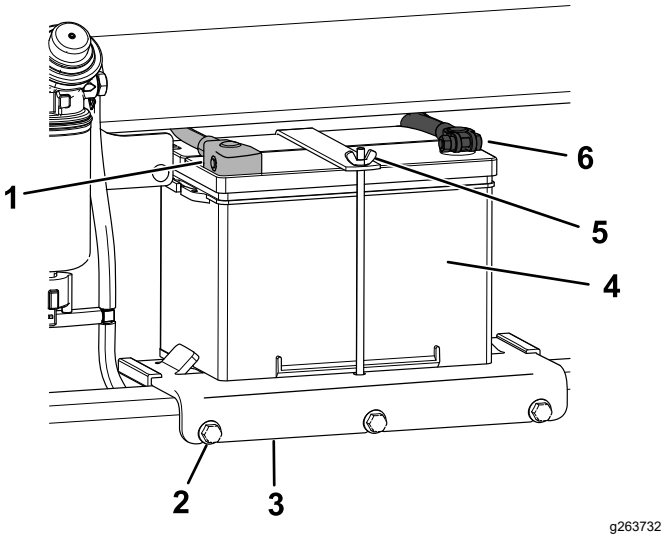

Figure 58
4. Disconnect the negative (black) ground cable from the battery post (Figure 58). Retain the fasteners.
6. Disconnect the positive (red) cable from the battery post (Figure 58). Retain the fasteners.
7. Loosen the 3 bolts securing the battery tray and remove the tray with the battery (Figure 58).
1. Place the battery on the battery tray and secure it with the wing nut and rod (Figure 58).
2. Install the battery tray to the machine and secure with the 3 bolts (Figure 58). Torque the bolts to 41 N·m (30 ft-lb).
3. Using the fasteners previously removed, install the positive (red) battery cable to the positive (+) battery terminal (Figure 58).
5. Using the fasteners previously removed, install the negative (black) battery cable to the negative (-) battery terminal (Figure 58).